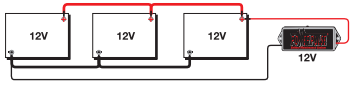

Fig. 3
For 12-volt batteries connected in parallel install one (1) 12-Volt PowerPulse on the battery pack. Connect either to the positive and negative of one battery or the positive of the first battery and the negative of the last battery. 12V PowerPulse is most efficient in parallel connected battery packs using a maximum of 3 batteries (see Fig. 3).